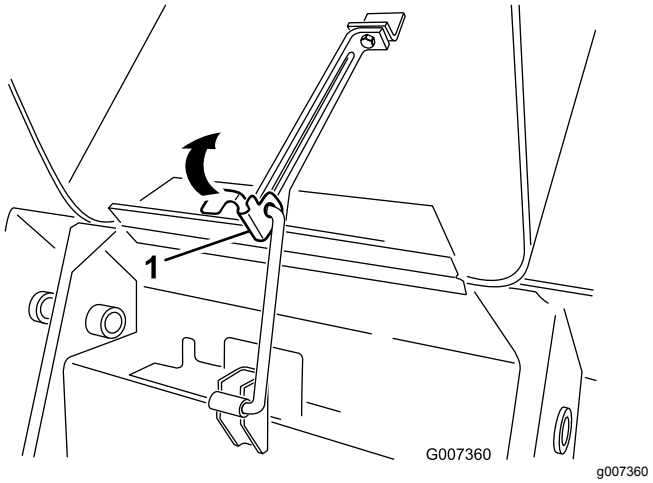

Figur 25
1. Lyft upp fliken som håller stöttan på plats (Figur 25)